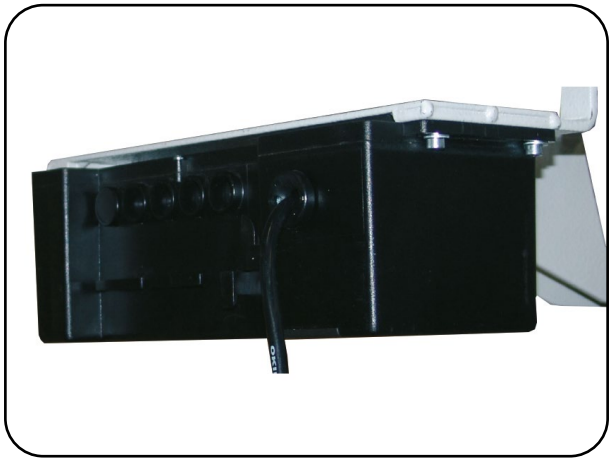

Abb. 6.2.01 – Netzteil unter der Liegefläche montiert
1. Das Netzteil am Halter unter der Liegefläche mit vier Zylinderschrauben M5 x 16 festschrauben (Abb. 6.2.01).